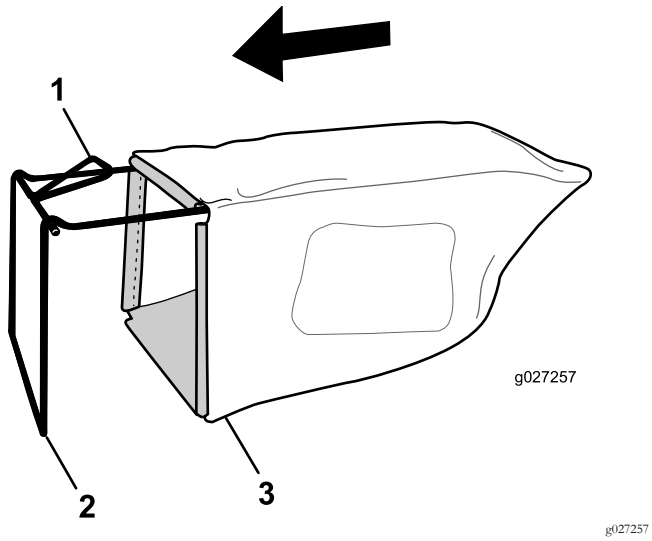

Bild 11
1. Schieben Sie den Fangkorb auf den Rahmen, wie in Bild 11 abgebildet.
Hinweis: Schieben Sie den Grasfangkorb nicht über den Holm (Bild 11).